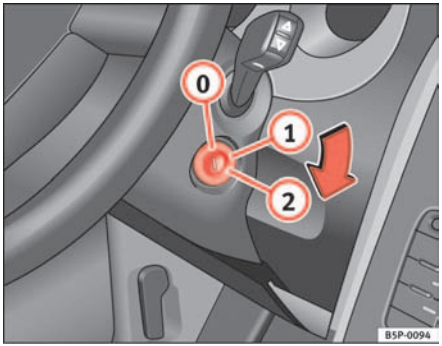

Fig. 131 Ignition key positions
In the position ⇒ fig. 131 the ignition and the engine are OFF and the steering may be locked.
– Turn the ignition key to position ⇒ page 161, fig. 131 (1). The indication lamp ⌀ will light for engine pre-heating.
– When the warning lamp goes out, turn the key to position (2) to start the engine. Do not press the accelerator.
– Turn the ignition key to position ⇒ page 161, fig. 131 (0).